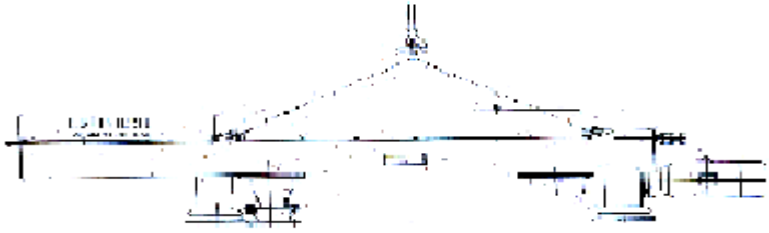

Рис. 2 Подъем
1. При поднятии, трос должен плотно соединяться со специальным вращающимся кольцом на основании, и внутренний угол должен быть не больше 90º как показано на Рис. 2.